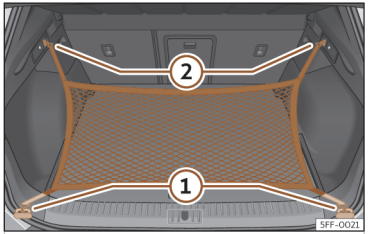

Abb. 181 Im Gepäckraum: Ösen ① und Haken ② zum Einhängen des Gepäckraumnetzes.
- Hängen Sie die kurzen Haken des Netzes in die Verzurrösen ein ››› **(Abb. 181)** ① ››› ⚠. Der Reißverschluss des Gepäckraumnetzes muss dabei nach oben zeigen.
- Befestigen Sie die Spanngurte in den Taschenhaken ②.